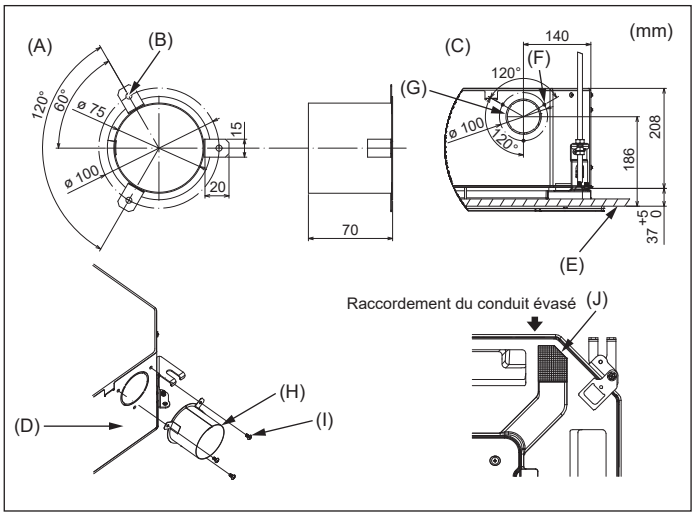

Fig. 4-4
4.4. Installation de conduit (en cas d'arrivée d'air frais) (Fig. 4-4)